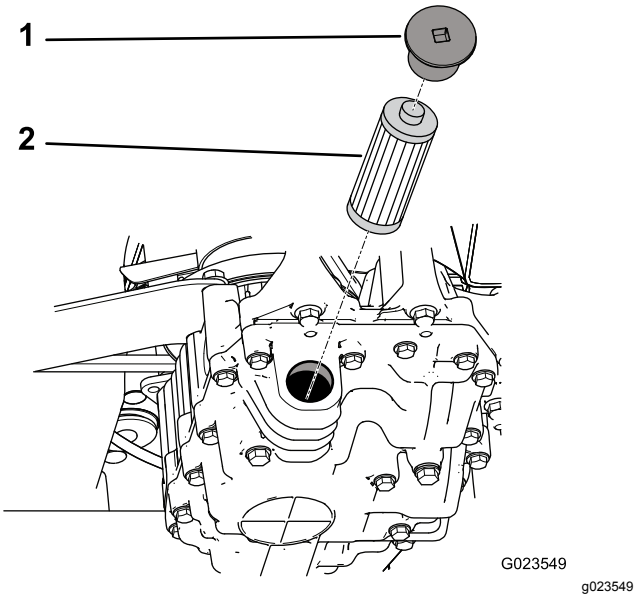

**Figur 70**
4. Fjern filterlokket og dra filteret ut av drivverket (Figur 70).